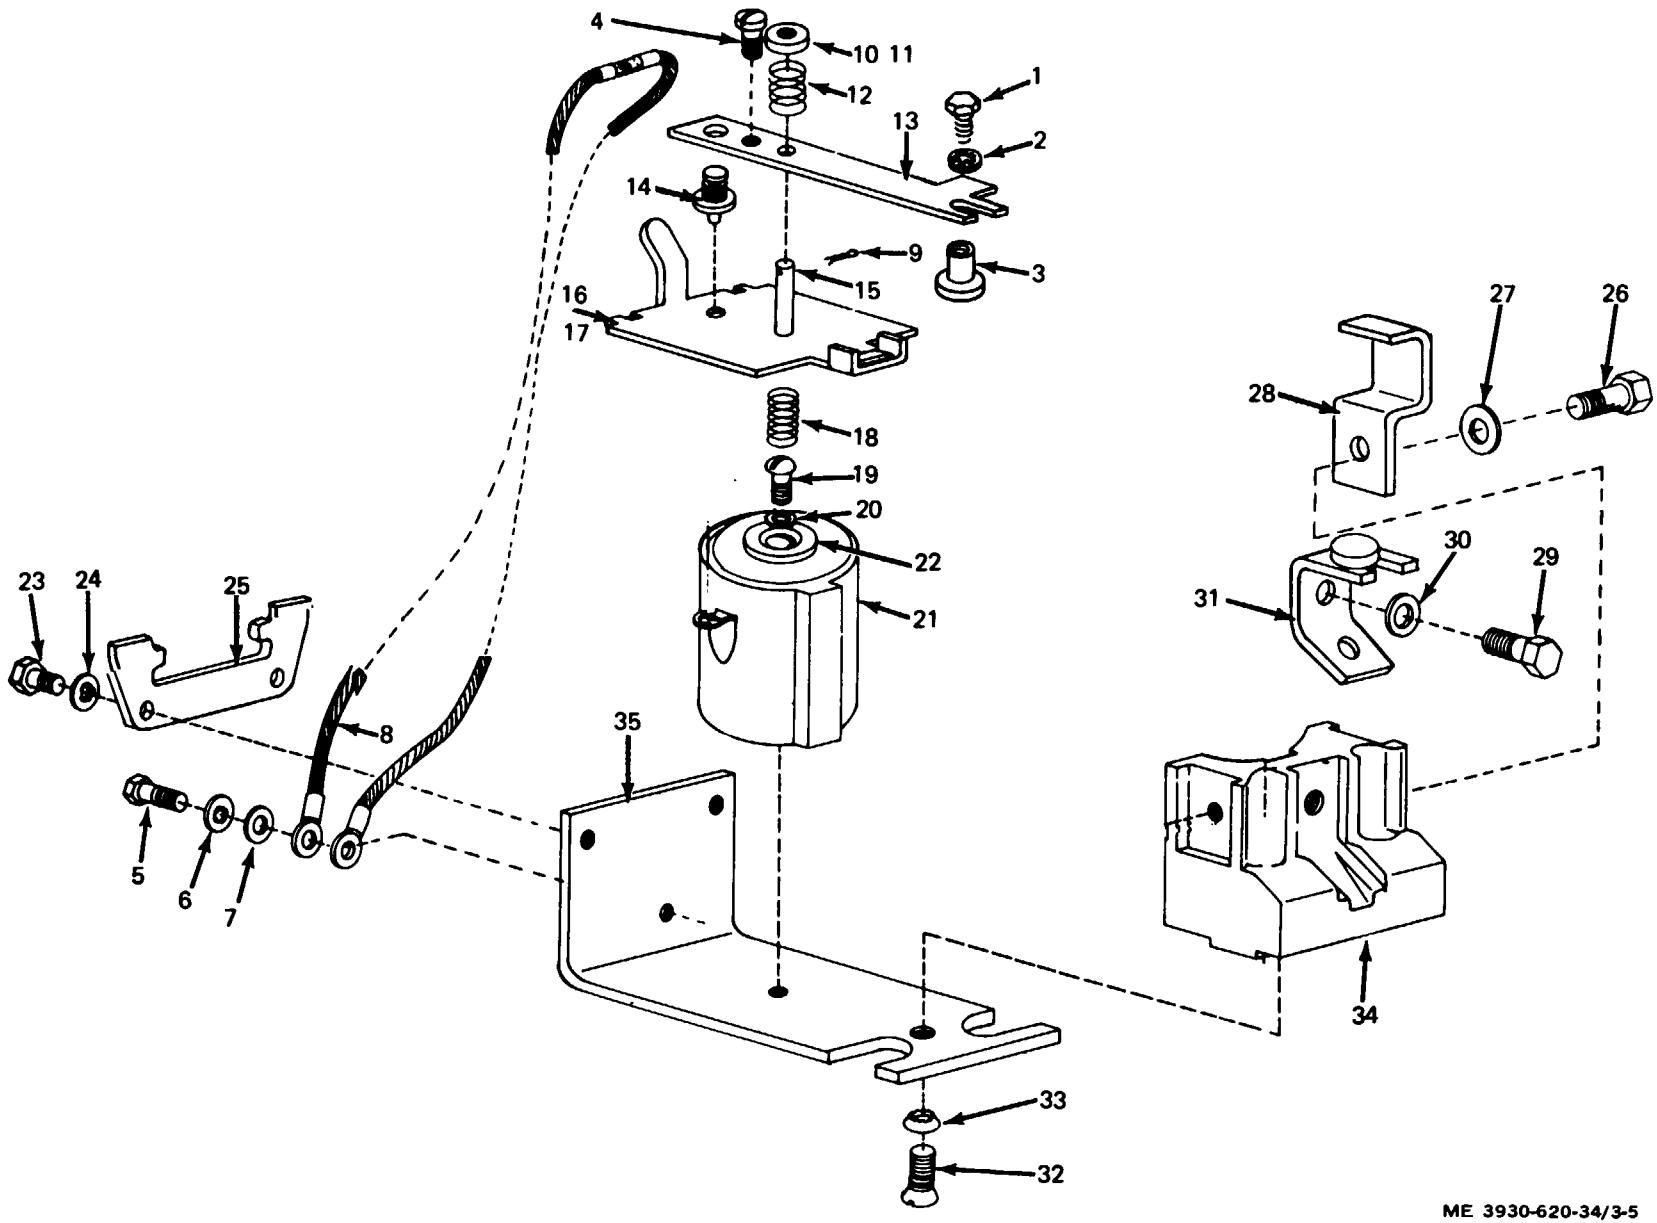

Figure 3-5. Pump or Emergency cutout contactor, exploded view.
(1) Disassemble in the sequence of figure 3-5 and as follows:
KEY to fig. 3-5: